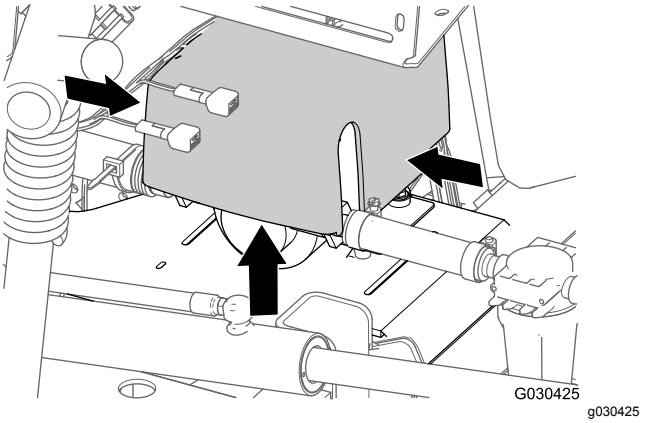

**Figur 5**
1. På bagsiden af maskinen; tryk siderne af dækslet til skyllepumpen sammen, og løft dækslet op, indtil dækslets tapper er fri af åbningerne i sadelpladen, og fjern dækslet fra maskinen (Figur 5).